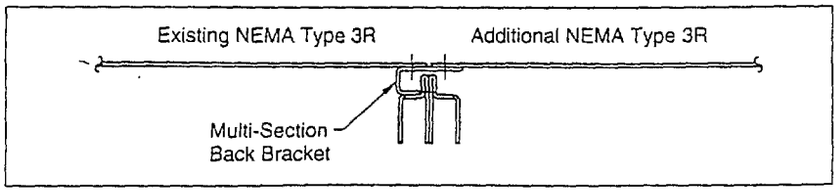

Figure 62: Attaching back plates to structure
5. Re-attach the back plate to the right section of structure , using the additional hardware supplied in the cloth bag. Attach the right side to the multi-section back bracket (figure 62).